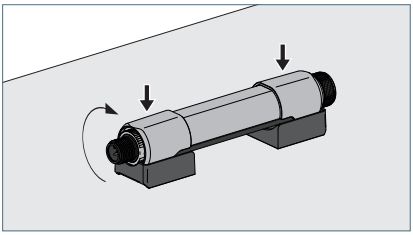

Fig. 9: Installing the device.
- ▶ Turn the device along the holders by at least 90°, so that the detent lugs of the holders snap into the grooves of the side parts of the device, see Fig. 9.